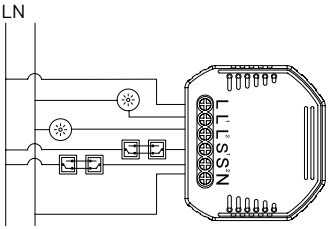

Рисунок 2.3
- с четырьмя проходными выключателями (см. рисунок 2.3).